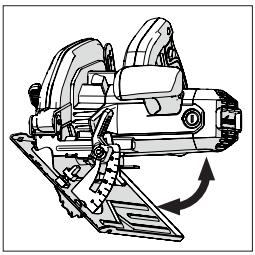

Рис. 14
- Поверните диск под необходимым углом в соответствии с угломерной шкалой. **(Рис. 14)**
(14) РЕКОМЕНДАЦИИ ПО ЭКСПЛУАТАЦИИ (ПРОВЕРКИ ПЕРЕД НАЧАЛОМ РАБОТЫ)